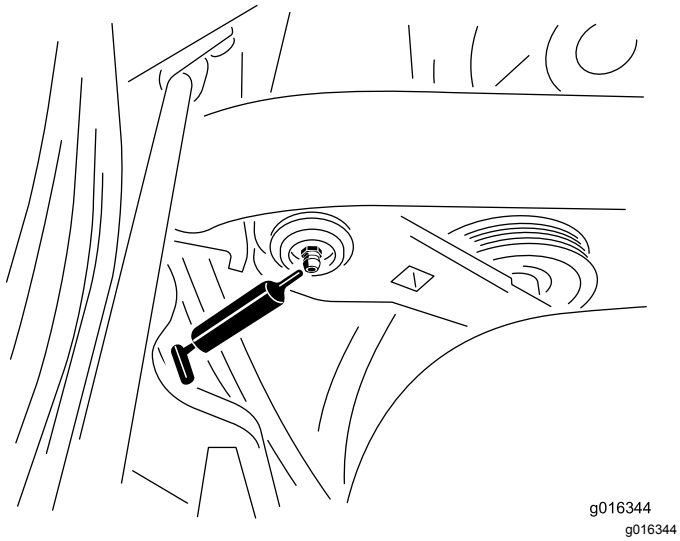

Rysunek 44
1. Wytrzyj smarowniczkę do czysta, tak aby ani do łożyska ani tulei nie dostały się substancje obce (Rysunek 44).